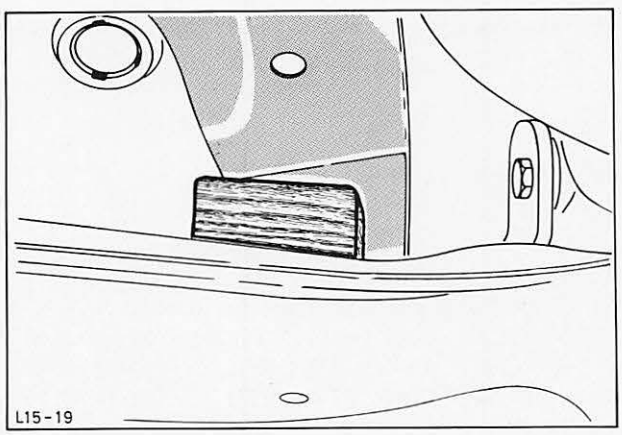

Abb. 156 Holzstück zwischen Querträger und Bodenblech klemmen
3. Holzstück, wie in Abb. 156 gezeigt, zwischen Querträger und Bodenblech klemmen.